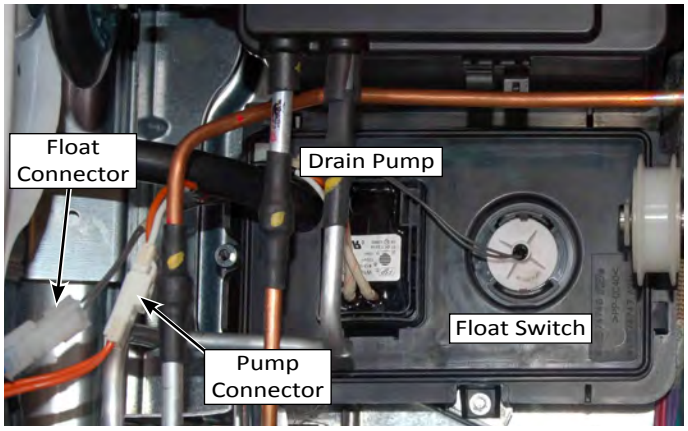

Figure 1 - Drain Pump & Float Switch
- ➢ Check that the drain hose, drain harness and float harness are connected to the drain system cover (see Figure 1).